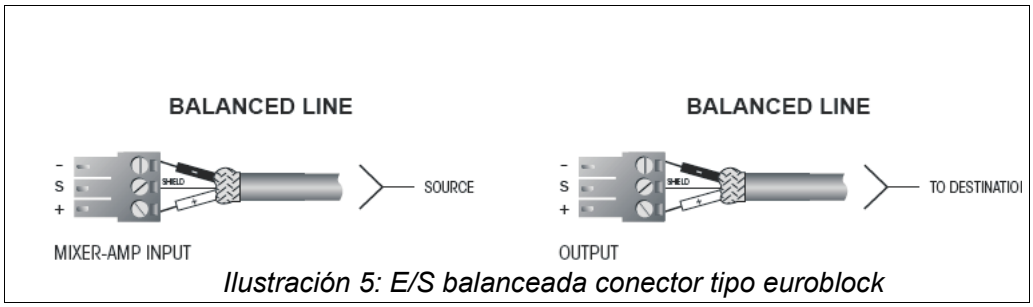

Ilustración 5: E/S balanceada conector tipo euroblock
9. Entrada de prioridad por puerta de ruido. Entrada de audio balanceada de prioridad, con control de umbral de activación asociado (véase Ilustración 5).
10. Salida de fuente integrada: Mediante el selector INT/EXT puede seleccionar el origen de la fuente de entrada: Integrada en la bahía frontal o la fuente que se encuentre conectada al CH6. Salida de audio balanceada (véase Ilustración 5), con control de ganancia asociado.